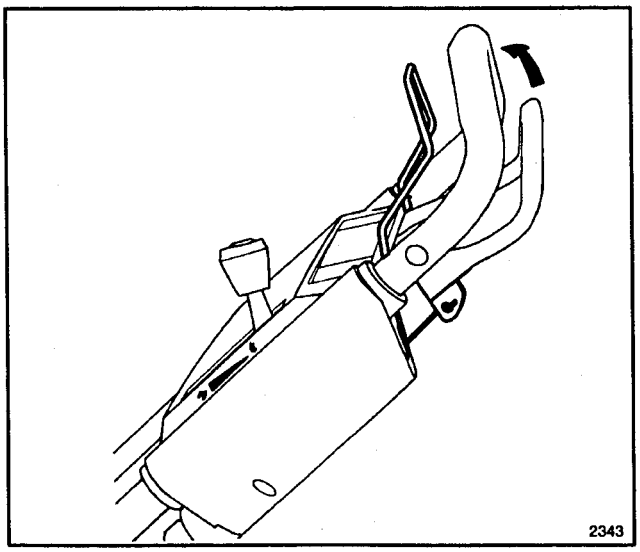

Figure 20
3. To check traction adjustment, slowly squeeze the self-propel control bar toward the handle (Fig. 20). Adjustment is correct when: